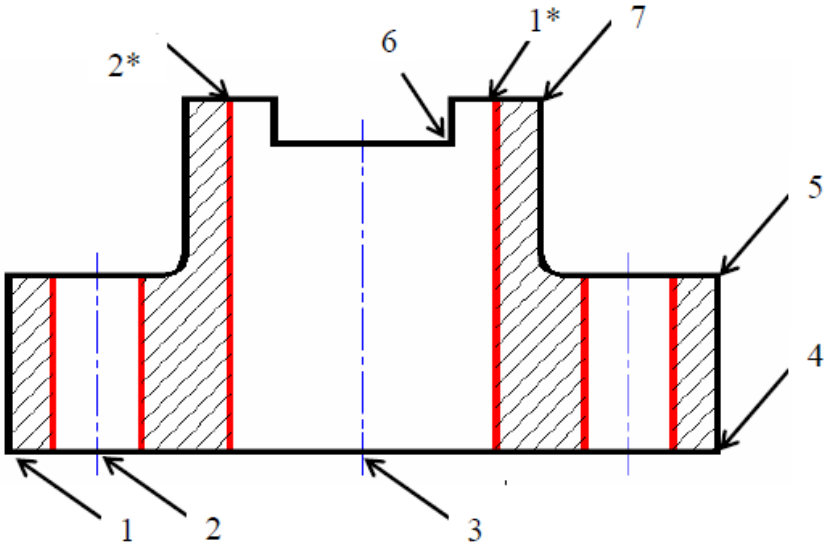

Рис.6
- Установите точку 1 (рис. 6).
- Укажите точку 3 (см. рис. 6).
На данном этапе мы будем устанавливать точки 4, 5, 6 (см. рис. 6).
Проставьте линейный размер для точек 1* и 2* (см. рис. 6).